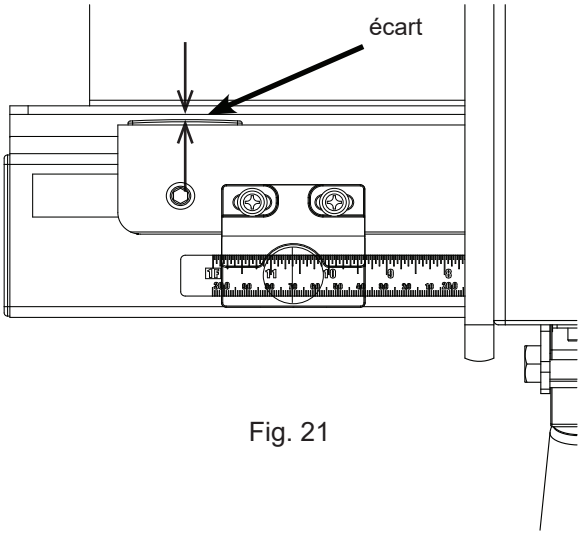

Fig. 21
21. Une fois le guide serré contre le tube avant, déplacez l'extrémité gauche du tube vers la scie jusqu'à ce qu'il n'y ait plus qu'un petit espace (environ 1/16 pouce) entre le rail avant et l'arrière du guide (voir Fig. 21). Serrez le boulon à tête hexagonale M8 x 16 le plus à gauche qui maintient le tube sur le rail avant à l'aide d'une clé de 13 mm.